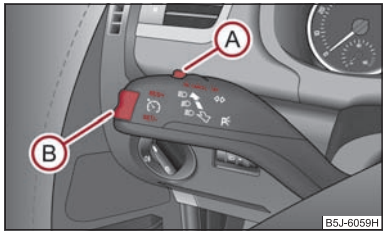

Fig. 98 Palanca de mando: Balancín y conmutador del sistema regulador de la velocidad
- Pulsar el conmutador (A) ⇒ fig. 98 desplazándolo a la posición **ON**.
- Tras alcanzar la velocidad deseada, presione el balancín (B) a la posición **SET-** - se memoriza la velocidad actual.
- Puede -aumentar- la velocidad memorizada sin accionar el pedal acelerador presionando el balancín ⇒ fig. 98 (B) a la posición **RES+**.
La **reanudación** de la velocidad memorizada se efectúa al soltar el pedal de freno o de embrague, en vehículos con cambio automático sólo tras soltar el pedal de freno, y después de presionar brevemente el balancín (B) ⇒ fig. 98 a la posición **RES+**.
– Pulsar el conmutador (A) ⇒ página 97, fig. 98 desplazándolo a la posición **OFF**. ■